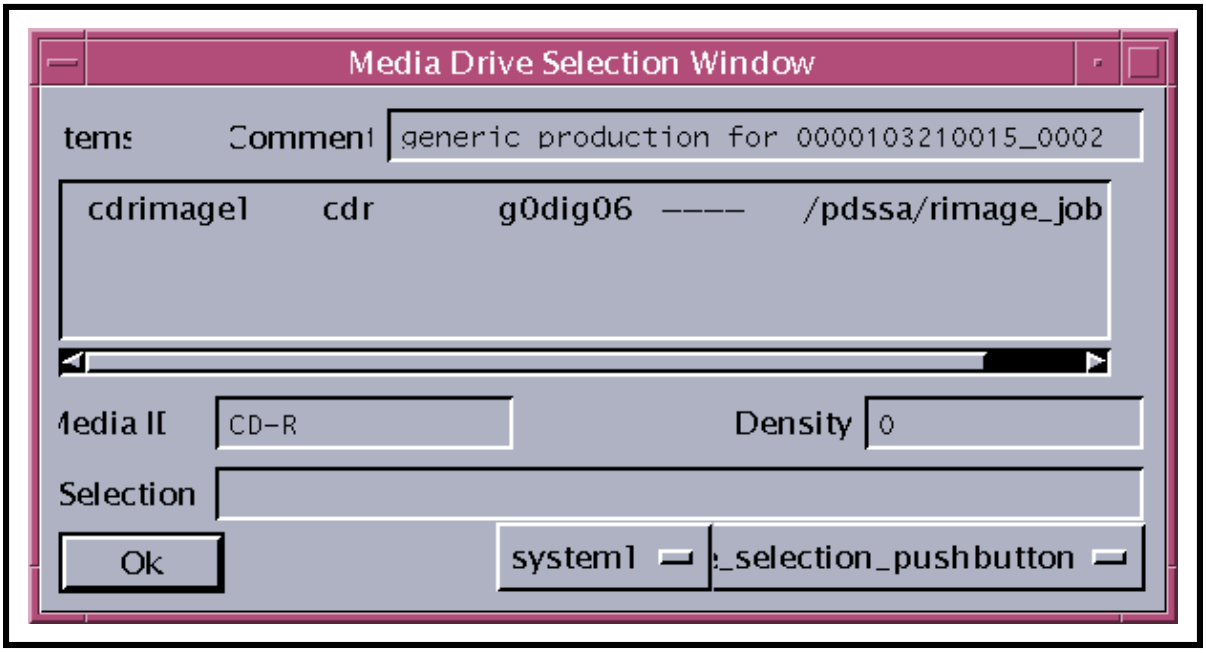

Figure 91. Media Drive Selection Window
– When the activation process has been completed, the database is queried, the **Main OI Screen** is refreshed and after the job has retrieved all data for the product the **Media Drive Selection** window (Figure 91) is displayed.